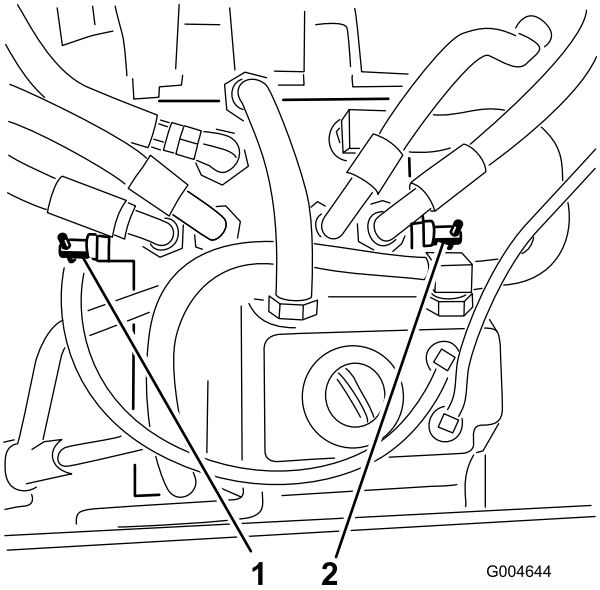

Figur 34
3. Drei hver omløpsventil mot klokken én omdreining (Figur 34).
Drei hver omløpsventil med urviseren én omdreining, og fest dem for hånd (trekk til med et moment på omtrent 8 Nm) (Figur 34).